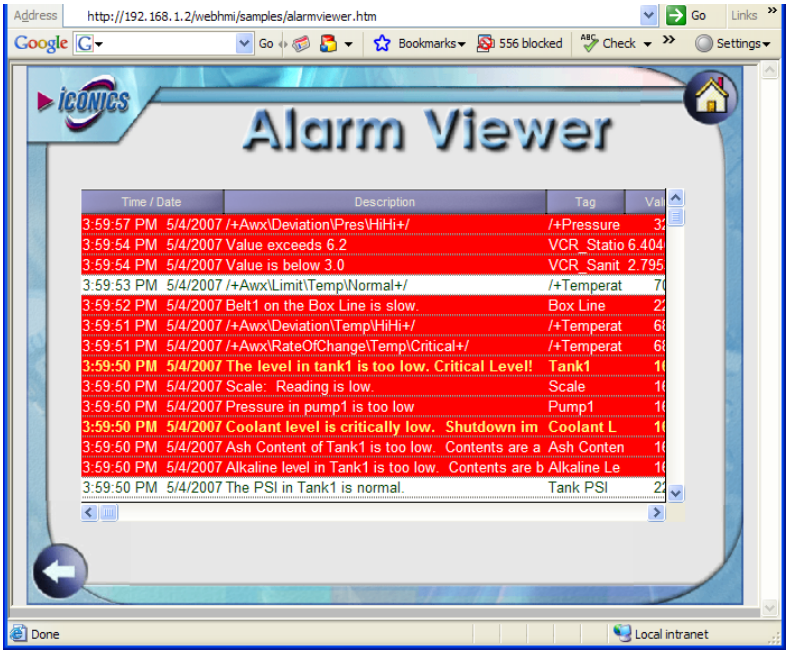

Figure L8.22: WebHMI Alarm Viewer Sample Page
23. Click on the **Alarm Viewer** link to open a display with an AWXView32 ActiveX control, which will connect to live alarm and event data on the WebHMI server. At this point, the second HTML page you edited is being loaded: **alarmviewer.htm**. You should be prompted to download AWXView32 before the display loads. After the download, the display should look similar to **Figure L8.22.**